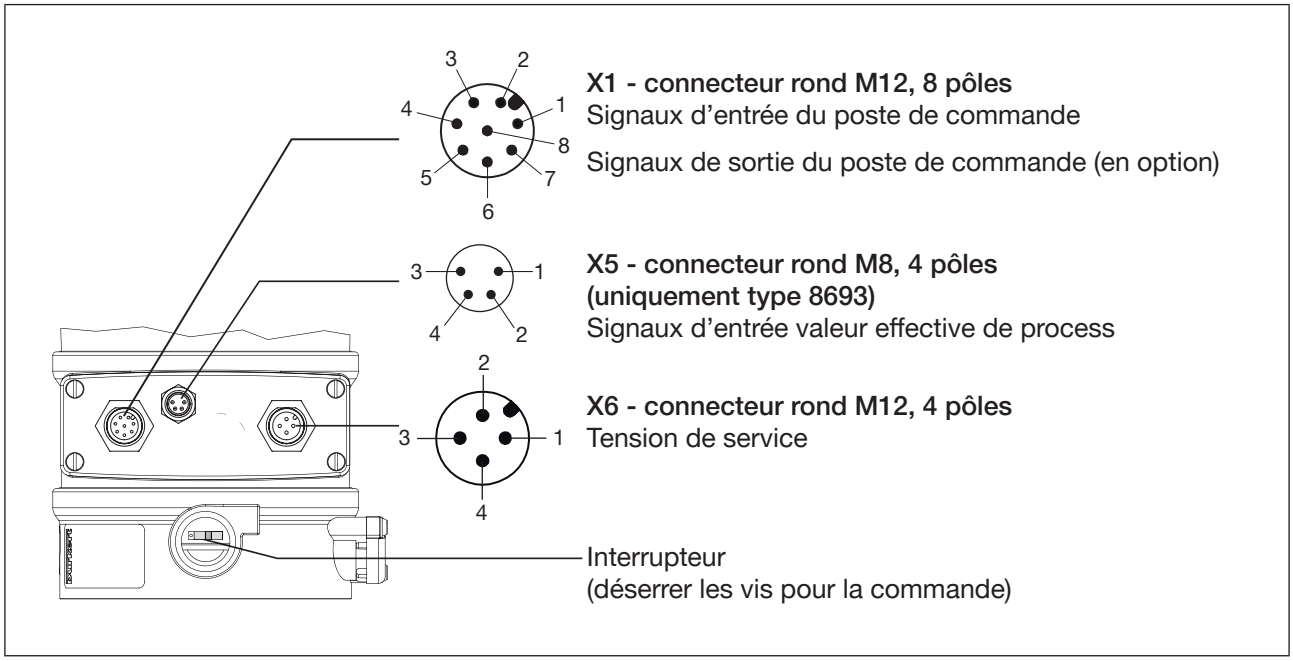

Figure 29 : Connexion électrique avec connecteur rond 24 V DC
** *Position de l'interrupteur voir « Figure 29 : Connexion électrique avec connecteur rond 24 V DC » »*